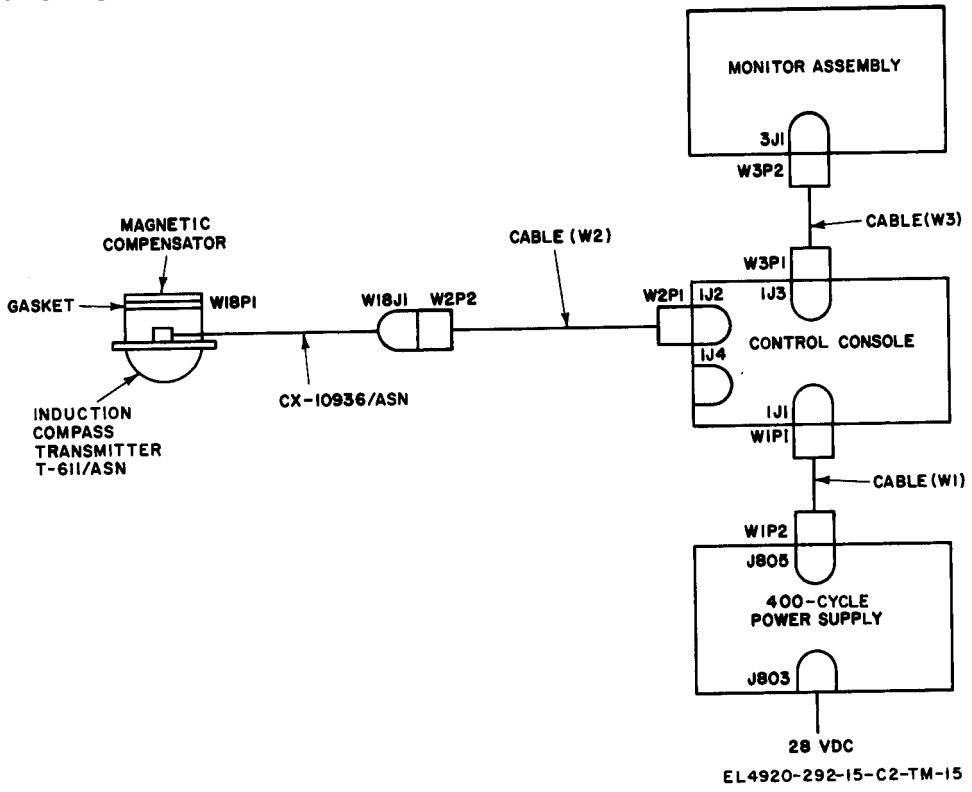

Figure 9-14. Adapter cable interconnection for one-cycle calibration of Induction Compass Transmitter T-611/ASN.
(1) Connect the compass calibrator to the aircraft compass transmitter in accordance with figure 9-14 for reference Nos. 1, 2, 4, or 6. Temporarily mount the magnetic compensator with the rubber gasket on the compass transmitter,